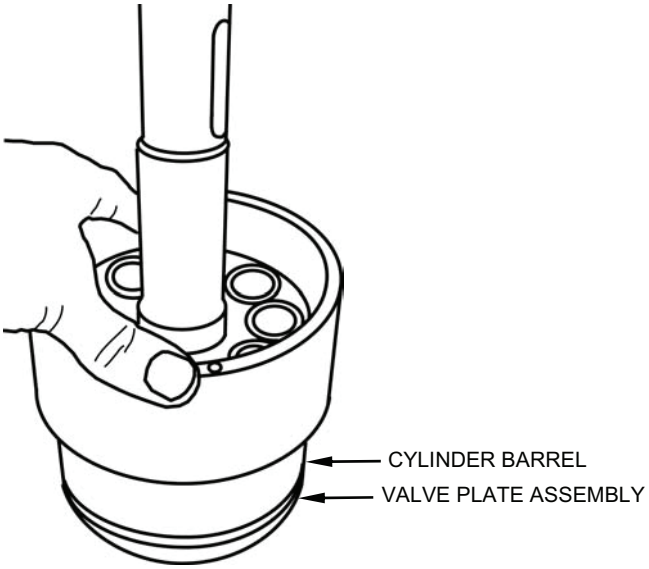

Figure 31. Installing Cylinder Barrel onto Valve Plate.
b. By hand, carefully press the cylinder barrel on the valve plate so that there is an even gap between the barrel and the valve plate (see Figure 31).